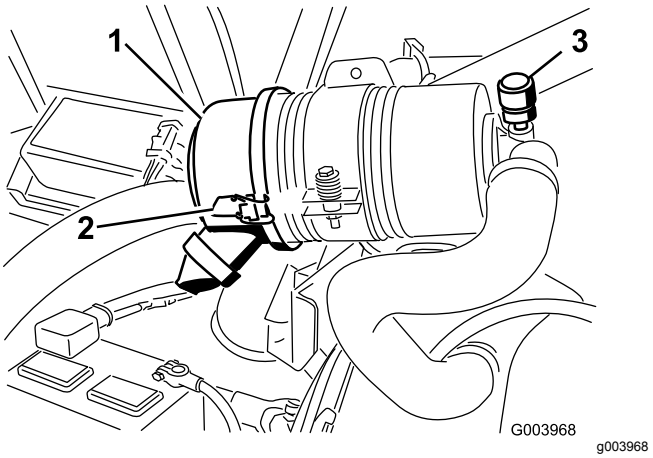

Figur 46
Utför bara service på luftrenarfiltret när serviceindikatorn (Figur 46) anger att det krävs. Om du byter luftfiltret tidigare ökar det risken för att smuts kommer in i motorn när filtret har avlägsnats.
1. Lossa spärrhakarna som fäster luftrenarkåpan på luftrenarhuset (Figur 46).